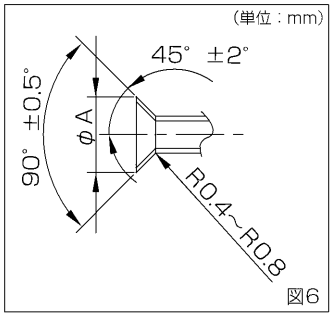

図6
- 液管･ガス管(現地手配)をフレア加工します。((図6)及び(表1)参照)